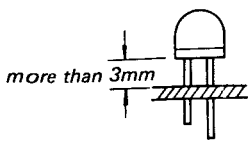

Fig. 1
1) Perform the soldering within 5 seconds with a soldering iron below 25W. The clearance between the tube and the board should be more than 3 mm (Fig. 1).